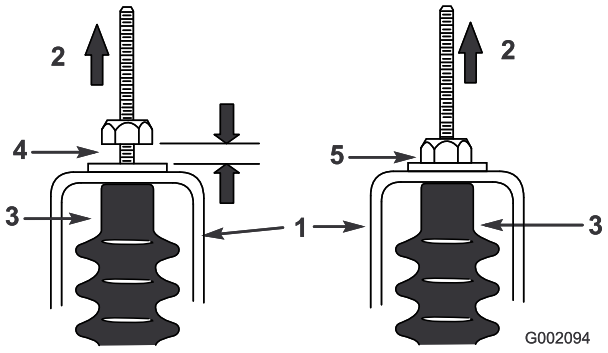

Figuur 68
5. Trek aan beide kabels van het schakelmechanisme en zorg ervoor dat er een ruimte van 0,76 mm tot 1,52 mm tussen de moer/ring en de beugel van de neutraalstand is (Figuur 68).